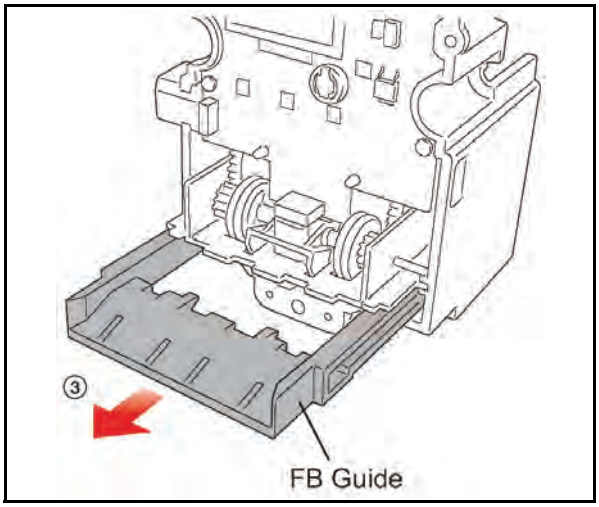

Figure 2-6 Front Bill Guide Removal
2. Remove the Front Bill Guide (FB) by following the arrow ③ direction indicated in Figure 2-6. Reverse the procedure to reinstall it.